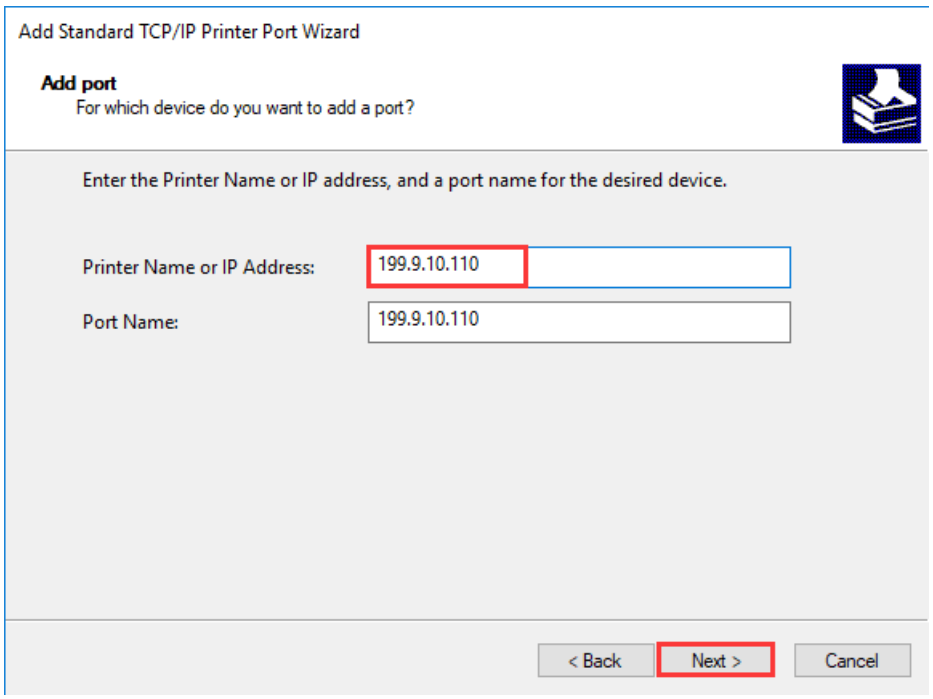

Figure 2-46 Add Port Screen
7. On the "Add Port" screen, enter the IP Address of the printer (Note: the IP address here must be consistent with the IP address of the printer that has been set, and the port name will be generated automatically), and then click "Next", as shown in Figure 2-46.